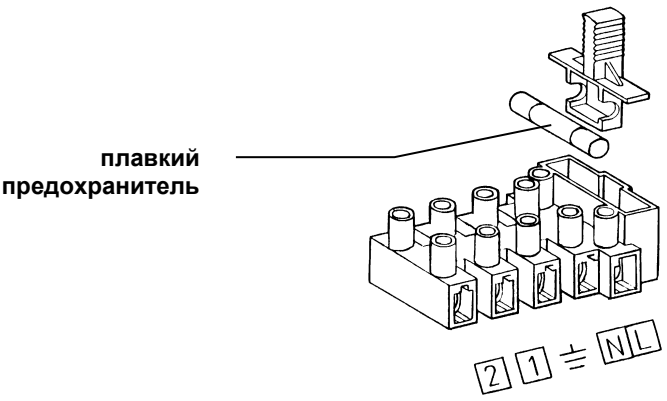

Рис. 20: Клеммная колодка электропитания
- В клеммной колодке имеется также плавкий предохранитель быстрого срабатывания на 2А (рис. 20).